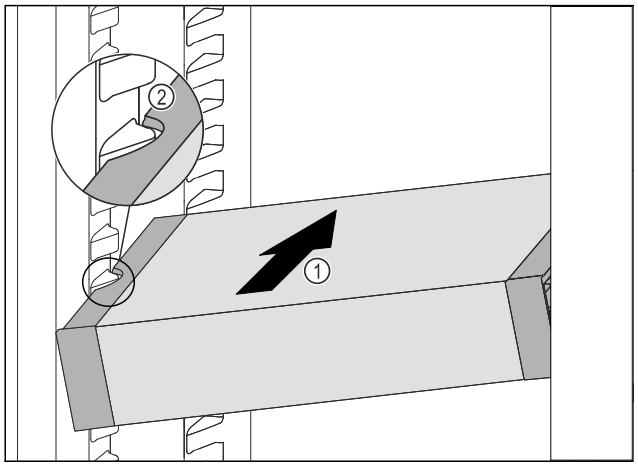

*Fig. 150*
▶ VarioSafe schuin in het koelgedeelte schuiven *Fig. 150 (1)*, tot de uitsparingen aan de zijkant *Fig. 150 (2)* van de VarioSafe op de hoogte van de rib in het koelgedeelte zitten.